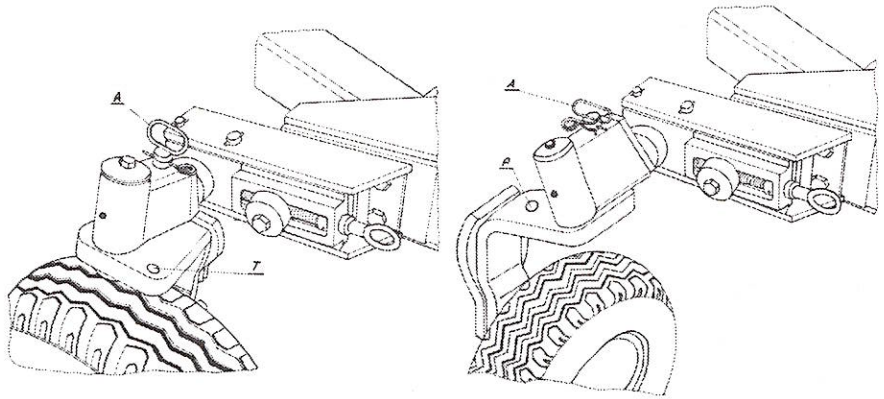

Rys.12. Koło transportowo-kopiujące w położeniu roboczym i transportowym.
- odbezpieczyć i wyciągnąć przetyczkę (A) – Rys.12;
- obrócić o około 90° ramię koła, do chwili aż będzie można włożyć przetyczkę (A) w otwór (T). Przetyczkę zabezpieczyć zawleczką.
- odbezpieczyć i wyciągnąć przetyczkę (A) – Rys.12.
- obrócić o około 90° ramię koła, do chwili aż będzie można włożyć przetyczkę (A) w otwór (P). Przetyczkę zabezpieczyć zawleczką.